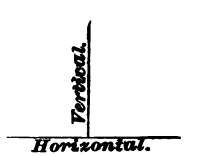

FIG. 5.
23. A **horizontal line** (see Fig. 5) is one that makes a right angle with any vertical line.